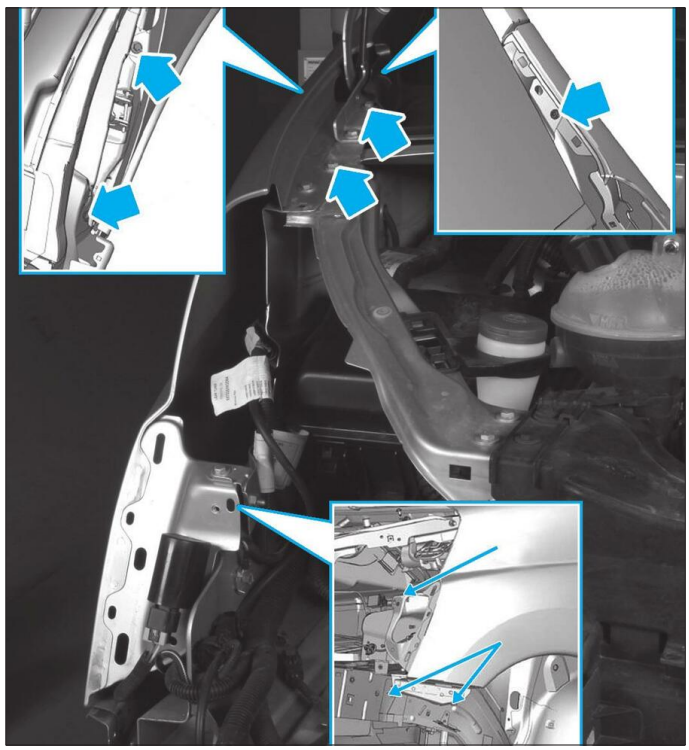

**Fig. 88**
• Déposer les vis de fixation de l'aile avant **(Fig.88)**.